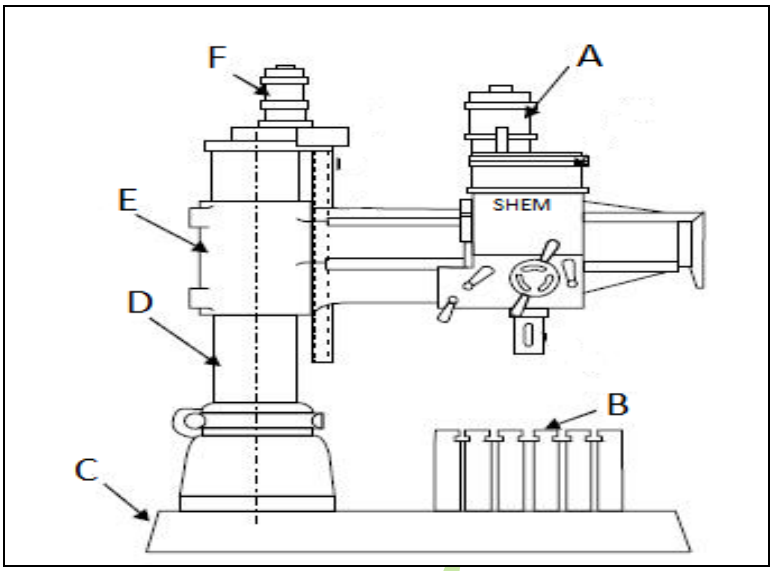

FIGURE 2 (6)
2.1 FIGURE 2 below shows a radial arm drilling machine. Label items (A–F) in the ANSWER BOOK.